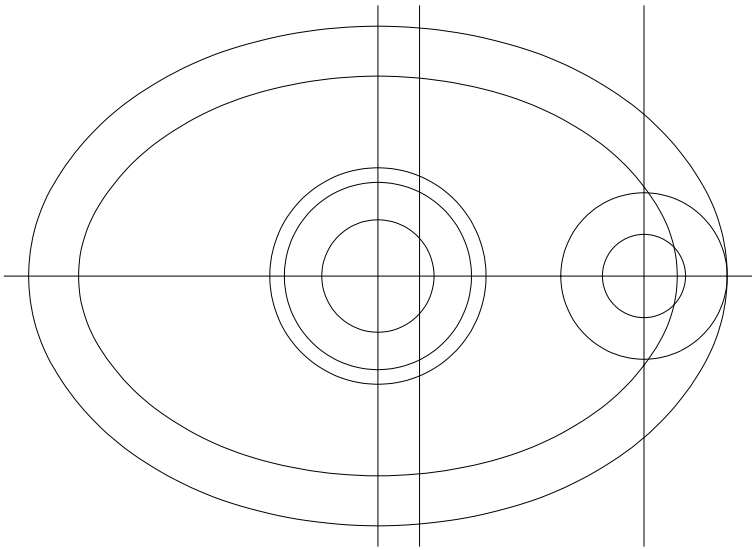

Fig. 3.14
4. Din analiza piesei rezultă că se poate desena doar o jumătate a flanşei (partea din dreapta), cealaltă parte obținându-se prin *oglindirea* față de axa verticală, a părții desenate. În continuare, se vor trasa cele cinci cercuri conform fig. 3.14.